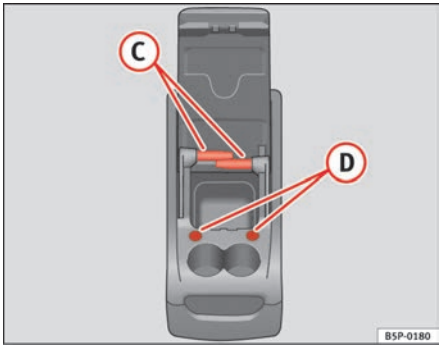

Fig. 114 Mobile stowage compartment Duties ▶
To use the table (C) ⇒ page 141, fig. 114, it must be removed from its compartment on the side of the mobile stowage compartment and fitted into compartment (D) ⇒ page 141, fig. 114 on the front section of the mobile stowage compartment.